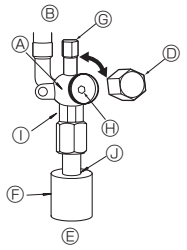
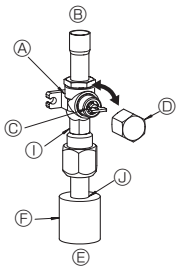

Fig. 4-6
Fig. 4-7
(1) Запорный кран со стороны жидкости (Fig. 4-6)
① Снимите колпачок и поверните шток золотника против часовой стрелки до упора, используя для этой цели 4 мм шестиугольный гаечный ключ. Прекратите поворачивать шток в момент, когда тот достигнет стопора. (Приблизительно 10 оборотов)
② Убедитесь в том, что запорный кран полностью открыт, и поверните колпачок в первоначальное положение.
(2) Запорный кран со стороны газа (Fig. 4-7)
① Снимите колпачок, потяните ручку на себя и поверните её на 1/4 оборота против часовой стрелки для открытия.
② Убедитесь, что запорный кран открыт полностью, надавите на ручку и поверните колпачок в первоначальное положение.